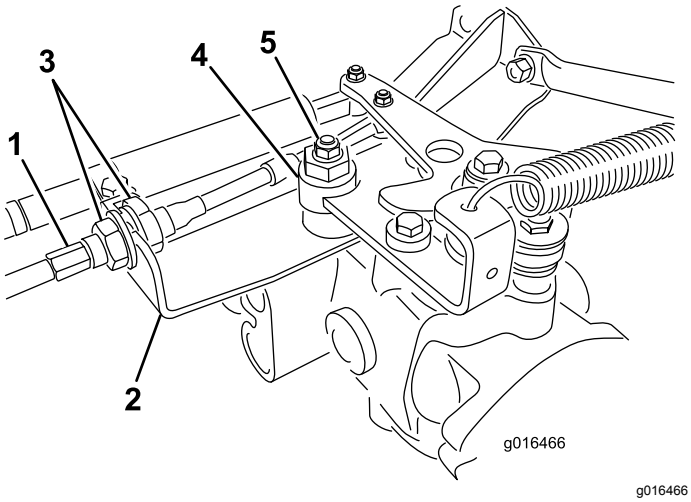

Figuur 47
A. Draai beide contramoeren los waarmee de tractiekabel is bevestigd aan het schutbord op de hydrostaat (Figuur 47). Zorg ervoor dat de contramoeren gelijkmatig en voldoende zijn losgedraaid om afstelling mogelijk te maken.
Opmerking: Draai de moer los waarmee de excentriek is bevestigd aan de bovenkant van de hydrostaat (Figuur 47).
E. Als het wielen niet meer draaien, zet u de moer vast waarmee de excentriek en de afstelling worden geborgd (Figuur 47).
G. Draai vanaf beide kanten van het schutbord de borgmoeren waarmee de tractiekabel is bevestigd aan het schutbord gelijkmatig vast (Figuur 47). Zorg ervoor dat u de kabel niet verdraait.